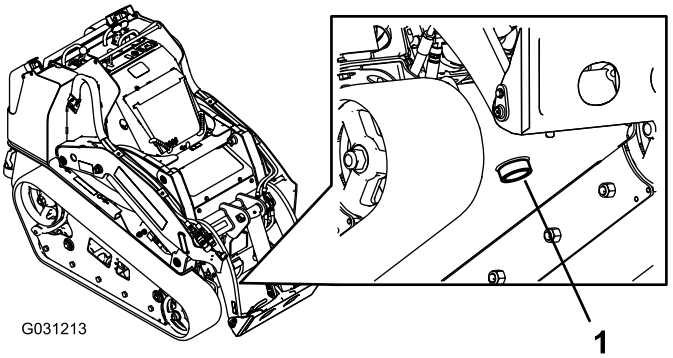

**Rysunek 60**
7. Umieść duży pojemnik (o pojemności co najmniej 57 litrów) pod korkiem spustowym z przodu zespołu jezdnego (Rysunek 60).
8. Odkręć korek spustowy i poczekaj, aż olej ścieknie do pojemnika (Rysunek 60).